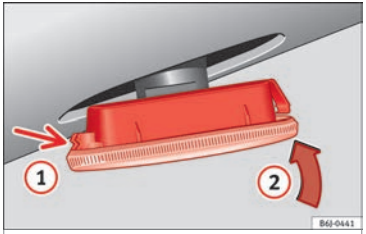

Fig. 193 Side turn signal.
– First place the turn signal in the opening in the bodywork, fixing the tabs ››› **Fig. 193**, arrow (1).
– Insert the bulb as shown by the arrow (2) ››› **Fig. 193**.